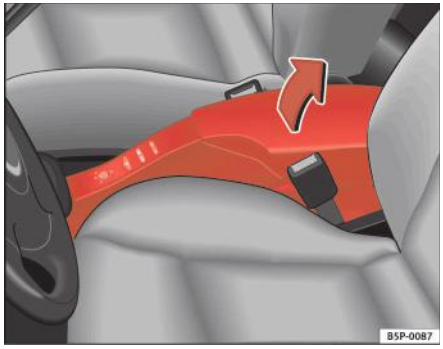

Fig. 100 Cotiera din față cu spațiu de depozitare
– Pentru a deschide spațiul de depozitare, ridicați cotiera în sensul săgeții ⇒ fig. 100 şi apoi ridicați capacul.